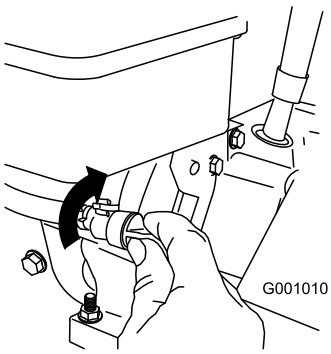

Figur 30
3. Stäng bränslekranen genom att vrida den medsols (Figur 30).